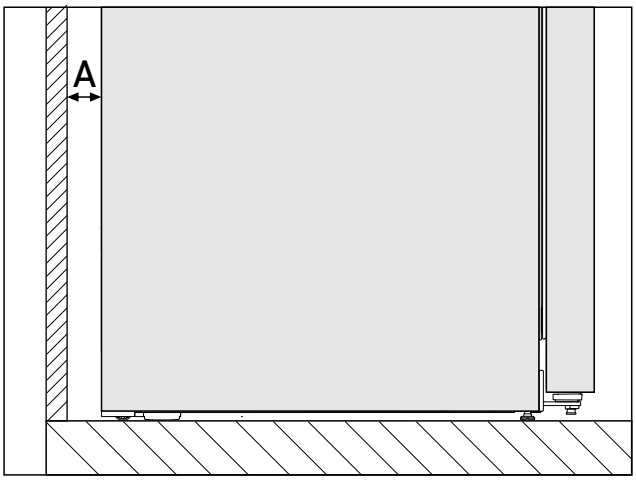

*Fig. 3 **
Enerģijas patēriņš bija noteikts ar atstatumu no sienas *Fig. 3 (A)* starp ierīces mugurpusi un sienu. Ja atstatums no sienas ir mazāks par *Fig. 3 (A)*, tas nekādi neietekmē ierīces darbspēju. Ja ir mazāks atstatums no sienas, enerģijas patēriņš var mazliet palielināties un var notikt kondensāta veidošanās uz ierīces aizmugurējās sienas.*